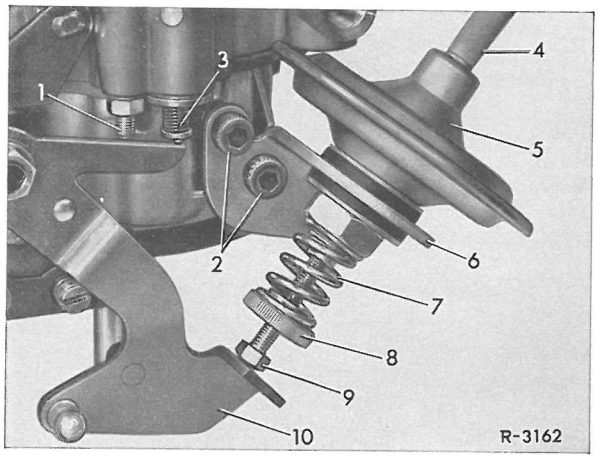

Fig. 00-24/2
Med igangværende motor indstiller man reguleringsstangen (16) med kuglehovedet således, at stangen, når den er trukket ud i hele sin længde kan hægtes ind. Betjeningsarmen (8) skal herunder ligge an på tomgangsanslaget (fig. 00-24/1).
Med standset motor skruer man vakuumdåsens sekskantskrue så meget ud, at udluftningsventilen (3) løftes endnu 0,5-1 mm. (fig. 00-24/2).
I tomgang indstilles trykfjederen (7) ved hjælp af indstillingsmøtrikken (8) sådan, at der fremkommer 0,1 mm spillerum imellem sekskantskruen (9) og betjeningsarmen (10) (fig. 00-24/2).